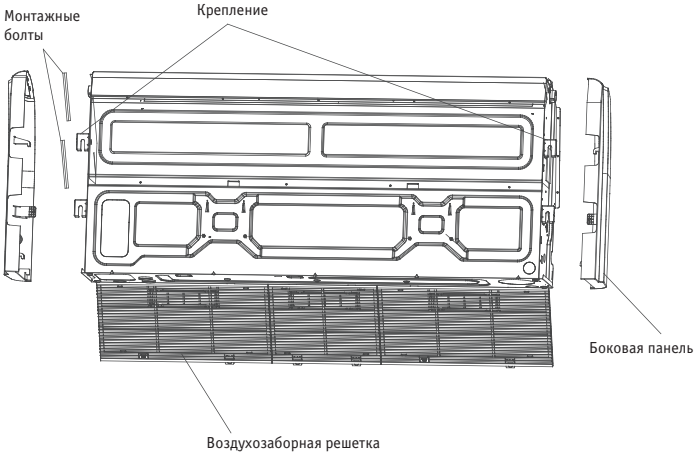

Рис. 10
- Снимите боковую панель и решетку (см. рис. 10).